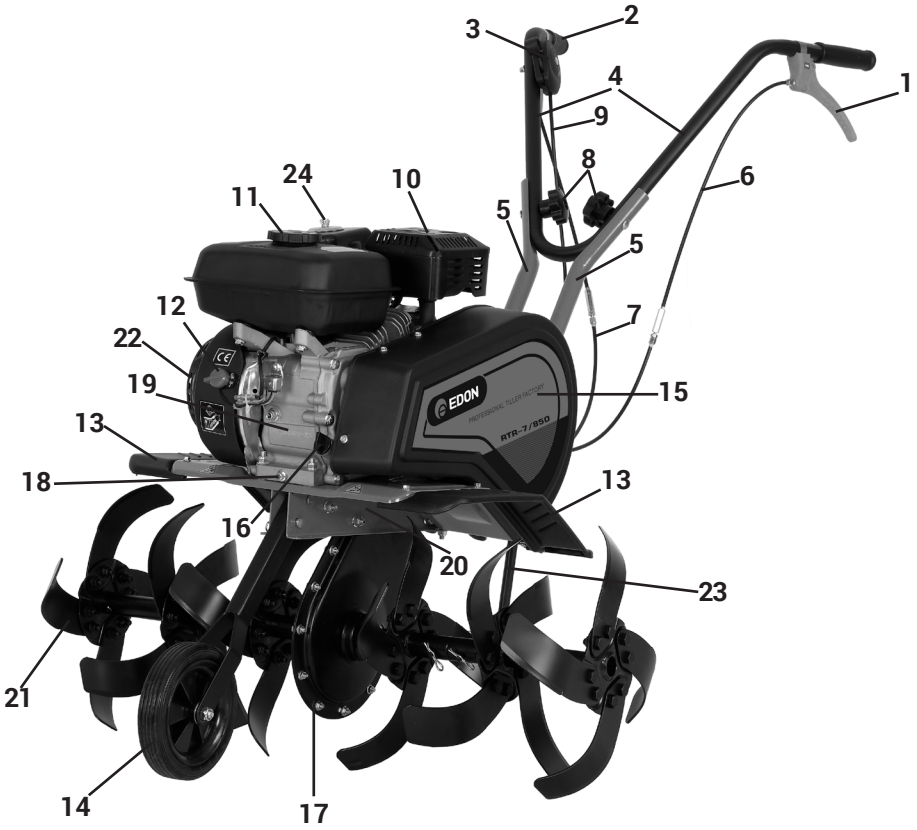

рис.1
Двигатель работает на неэтилированном бензине АИ- 92. Он оснащён мембранным карбюратором и электронной системой зажигания. Для запуска двигателя служит ручной стартёр. Органы управления культиватором (рычаги привода фрез для движения «вперёд» /«назад» и рычаг управления дроссельной заслонкой (рычаг газа) расположены на рукоятке управления (рис.1 поз.4). На двигателе находятся выключатель зажигания (положения «ON» и «OFF»), воздушная заслонка (положения «открыто» и «закрыто») и топливный кран (положения «ON» и «OFF») .
5. Общий вид культиватора представлен на рис. 1
Двигатель культиватора и передаточный механизм закреплены на раме (рис.1 поз.20). Коленчатый вал двигателя, расположенный горизонтально, передаёт крутящий момент, ремёнными передачами, на большой двухручьёвый шкив, закреплённый на ведущем валу с приводной звёздочкой цепи. Передача вращения с ведущего вала на приводной вал фрез осуществляется цепной передачей. При нажатии на один из рычагов управления приводом фрез (рис.1 поз.1 или 2), ролик прижимного механизма натягивает один из ремней и большой шкив с ведущим валом приводной звёздочки цепи начинает вращаться. Ведомая звёздочка с валом редуктора передаёт вращение на фрезы культиватора. При движении вперёд (нажат рычаг поз. 2 рис.1) фрезы культиватора производят обработку грунта. Движение назад (нажат рычаг поз.1 рис.1) применяется для отвода культиватора после обработки, при невозможности его разворота (мешают кусты, опоры, деревья).
- Установите верхнюю рукоятку управления на нижнюю, и используя болты с гайкой из комплекта крепежа прикрепите верхнюю рукоятку (рис.1 поз.4) с помощью гайки-барашка (рис.1 поз.8) как показано на рисунке 3.
- Раскрутите винтовое соединение рычага управления дроссельной заслонкой (рис.1 поз.3);
- Прикрепите трос управления дроссельной заслонкой (рис.1 поз.9) так, чтобы он располагался с внутренней стороны;
- Раскрутите винтовое соединение рычага привода фрез (рис.1 поз.1 и поз.2);
- Установите регулятор глубины вспашки (рис.1 поз.23) на раму культиватора;
- Выкрутите пробку-щуп (рис.1 поз.16) из маслозаливной горловины и залейте в картер масло необходимой марки до нижнего края горловины. Вставьте сухой чистый щуп в горловину картера и извлеките его. Проверьте уровень масла, граница смоченной области щупа должна располагаться между отметками минимального и максимального уровней.
- Открутите крышку топливного бака (рис.1 поз.11). Заливайте бензин в топливный бак не более чем на 1 см ниже уровня основания заливной горловины. Перед запуском двигателя тщательно протрите крышку бензобака, удалив возможные при заправке брызги топлива. Избегайте повторного или длительного контакта с кожей или вдыхания паров бензина.
Перед запуском убедитесь, что рычаги привода фрез (рис.1 поз.1 и 2) не нажаты.
- Перевести выключатель зажигания (рис.1 поз.12) в положение «ON» – включено.